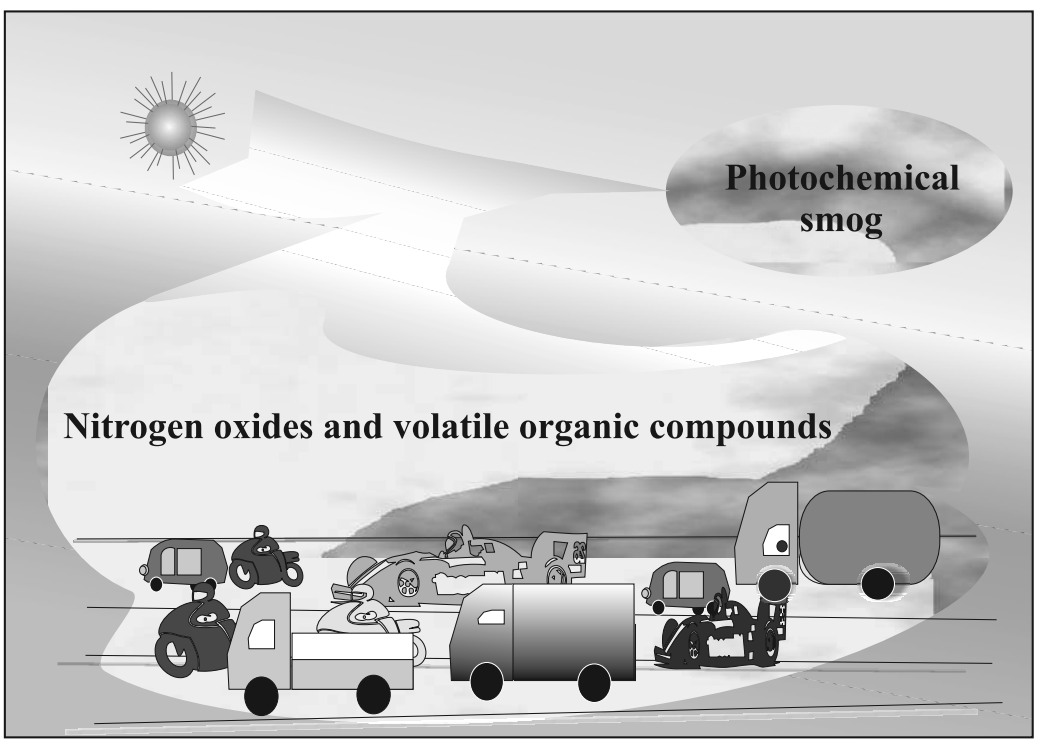

Fig. 14.2 *Photochemical smog occurs where sunlight acts on vehicle pollutants.*
troposphere. Two of the pollutants that are emitted are hydrocarbons (unburnt fuels) and nitric oxide (NO). When these pollutants build up to sufficiently high levels, a chain reaction occurs from their interaction with sunlight in which NO is converted into nitrogen dioxide (NO_2). This NO_2 in turn absorbs energy from sunlight and breaks up into nitric oxide and free oxygen atom (Fig. 14.2).